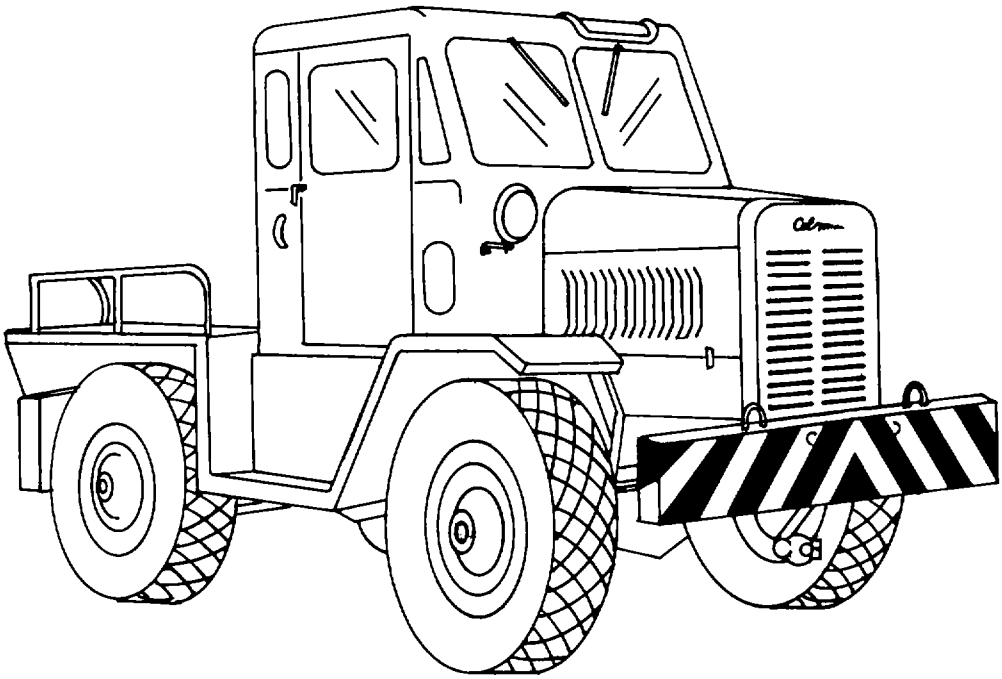

Figure 9-21. Type MB-4 Tow Vehicle
(7) Maintenance. Little maintenance can be accomplished on grease guns. Consult the applicable maintenance manual for availability of parts.
n. Aircraft Towing Vehicle. The aircraft tow vehicle, shown in figure 9-21, is used to move an aircraft from one spot to another. A towbar is the connection between the two vehicles and the aircraft.
(1) Purpose. The MB-4 tow vehicle is an all weather tractor which is designed to tow and push aircraft weighing up to 100,000 pounds. The tow vehicle has front wheels only, rear wheels only, coordinated all-wheel, or oblique steering features.
(2) Principles of operation. The tow vehicle is a four-wheel-drive towing tractor. The engine output is transferred through the hydraulic transmission, mechanical transmission, and transfer case to the front and rear axles to provide four-wheel-drive at all times. The hydraulic steering system consists of front and rear steering systems which are independently controlled. The hydraulic brake system provides braking on all four wheels. The electrical system powers all electrical components.
(3) Safety practices and procedures. The following special precautions should be observed when operating the aircraft tow vehicle.